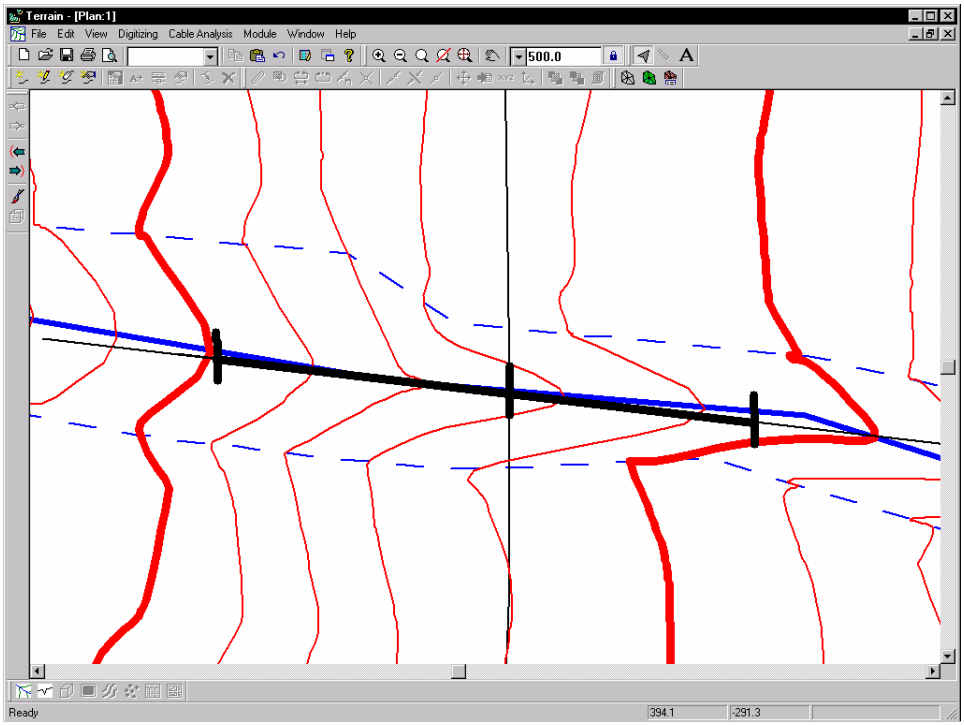

Figure 9.16: Plan Window with Culvert Position
37. Activate the Plan Window by pressing the *Plan* icon . Your screen should be similar to Figure 9.16.